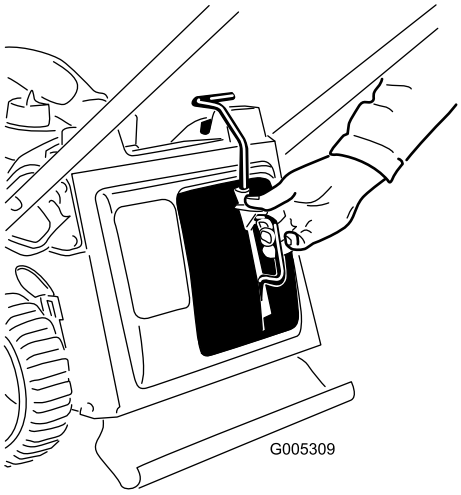

Figur 30
3. Sätt i mullningspluggen (Figur 30).